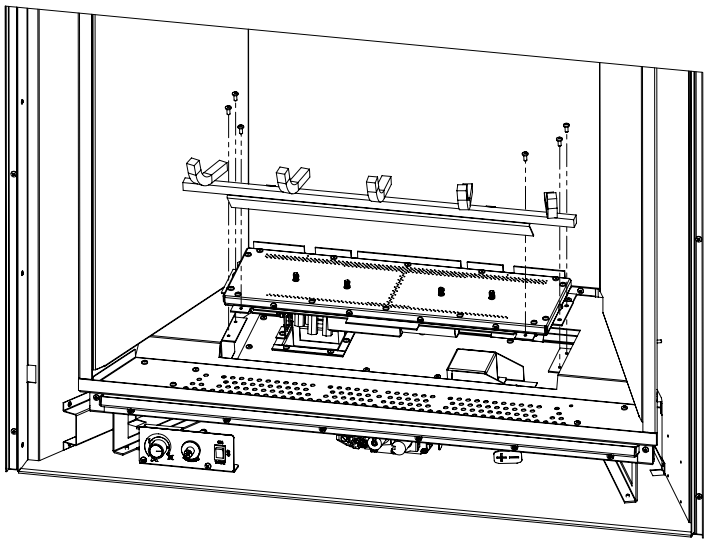

Figure 10. Front Burner Removal
6. Remove the four T-20 screws securing the burner pan (see Figure 10). Slide the pan to the left and lift out. Reassemble in the reverse order.